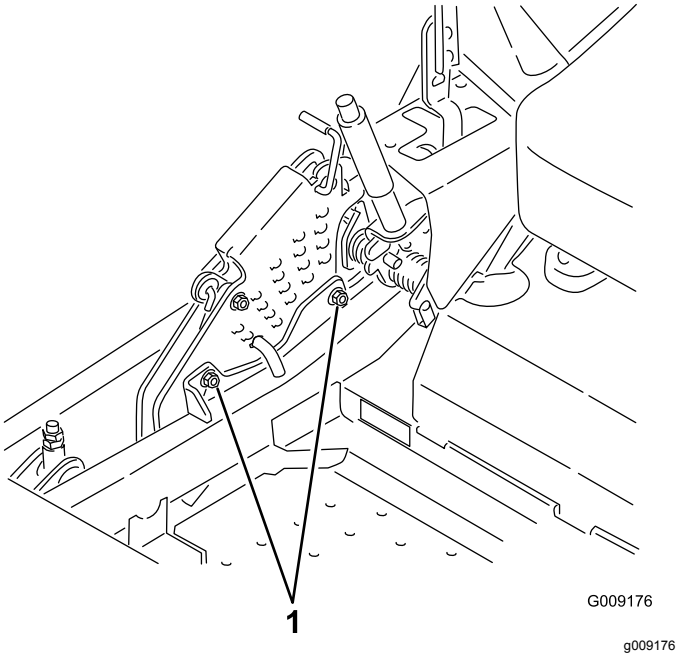

Figur 99
12. Løsn de 2 bolte nederst på klippehøjdepladen (Figur 99) for at justere enkeltpunktssystemet.
14. Stram de to bolte nederst på klippehøjdepladen (Figur 99).